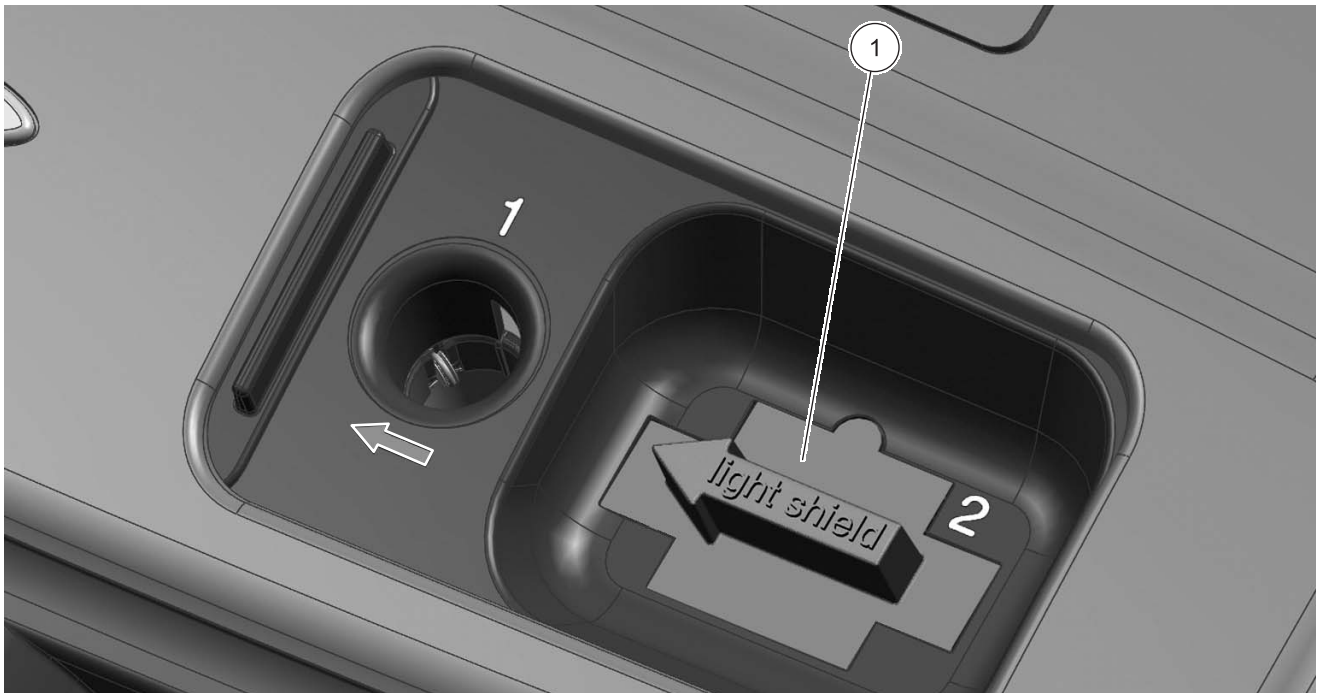

Figura 7 Barreira Luminosa situada
2. Introduza o adaptador para que a seta na parte superior aponte para a esquerda, enquanto a aba de orientação é encaixada na abertura do compartimento (Figura 7).